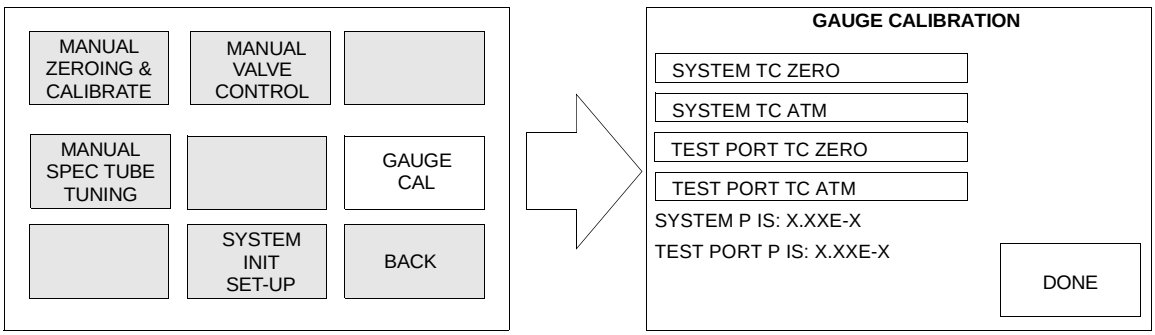

Figure 9-2 Gauge Calibration Screen
Touch the **GAUGE CAL** box to display the Gauge Calibration screen (Figure 9-2), which is used to perform a calibration on either the system pressure thermocouple (Button TC) or the test port thermocouple gauge.
6. Move to the GAUGE CALIBRATION screen (Figure 9-2) if you are not already there.
6. Move to the GAUGE CALIBRATION screen (Figure 9-2 on page 9-6) if you are not already there.